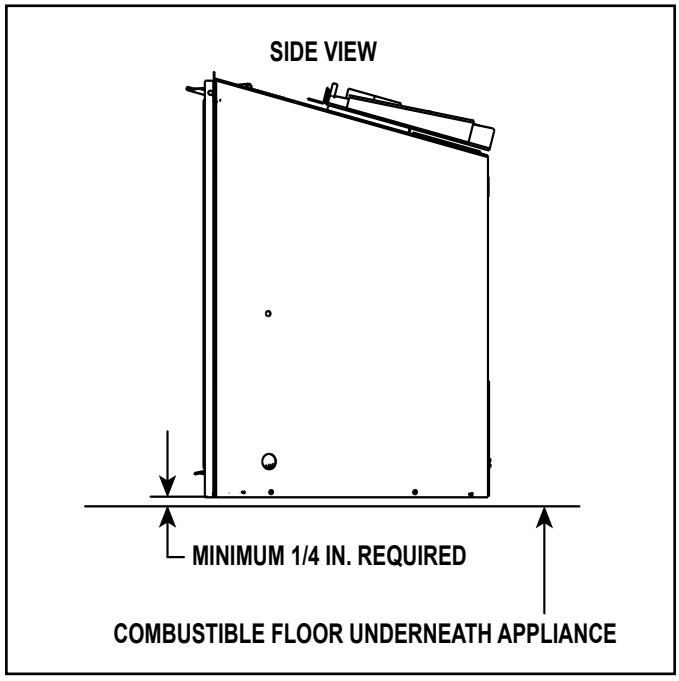
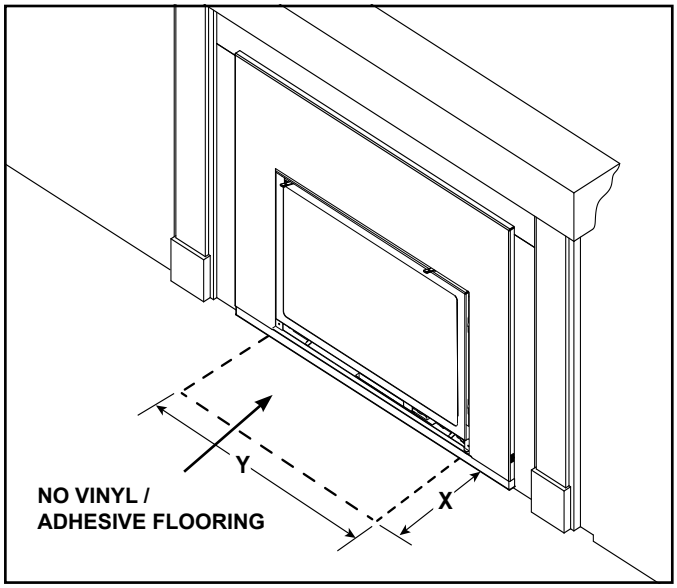

Figure 3.18 Solid Fuel Combustible Floor Clearance
Figure 3.20 Hearth - Combustible Material Exception
- A minimum 1/4 inch gap from the bottom of the appliance to the metal floor of the solid fuel firebox is **REQUIRED.** See side view in Figure 3.18.
- Combustible flooring underneath the appliance is acceptable with a 1/4 inch gap. See Figure 3.18.
Vinyl flooring is sensitive to heat. To avoid damage to the vinyl flooring, a 12 inch minimum x 12 inch minimum hearth is recommended when using vinyl flooring up to the wall. See Figure 3.18. If no hearth is used, it is recommended to provide a minimum of 24 inches of clearance in front of the appliance to the vinyl flooring OR the bottom of the appliance should be raised a minimum of 24 inches off of the floor to allow the vinyl flooring to be installed up to the wall. See Figure 3.20.